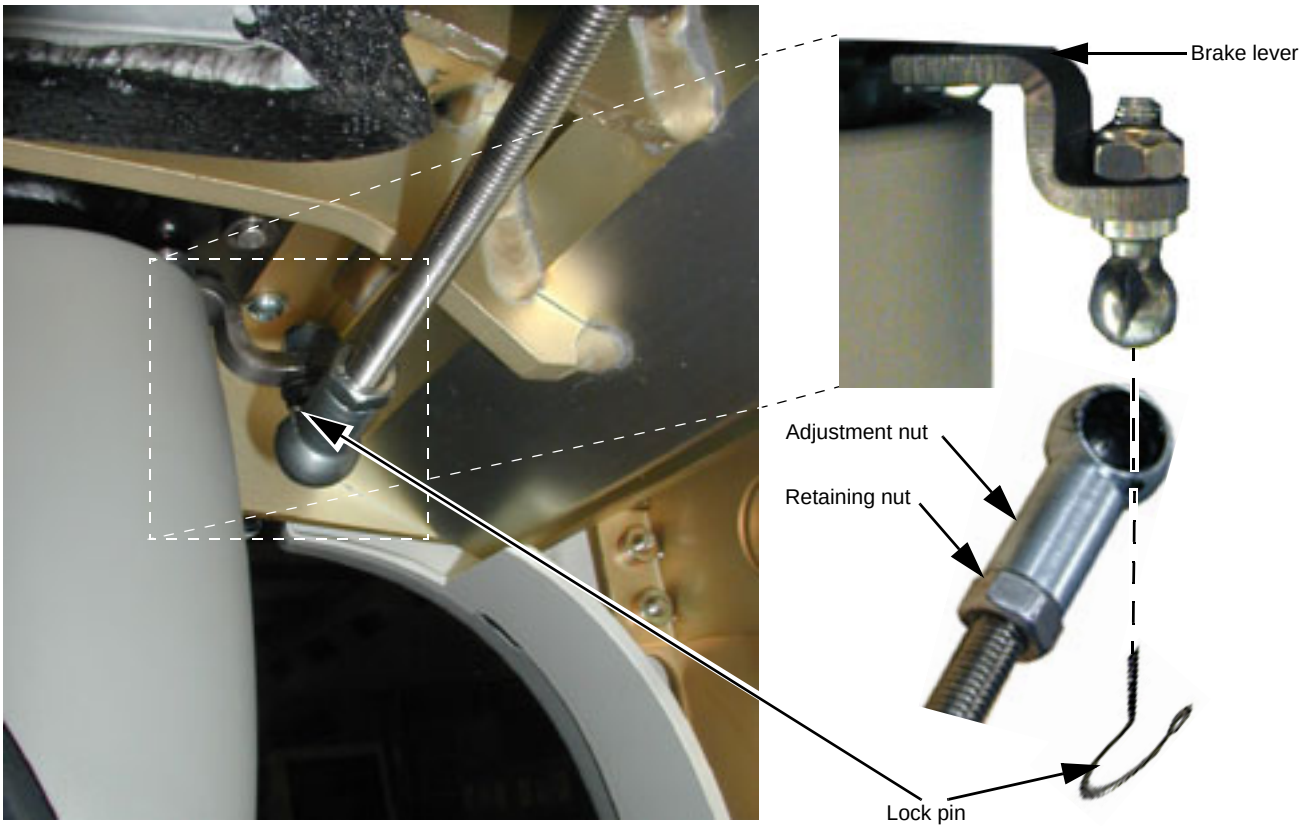

Figure 6-5 Front Caster Brake Arm and Ball Joint Parts
2.) Remove the lock pins that secures the balljoints (See Figure 6-5).
7.) Install the lock pins, see Figure 6-5.